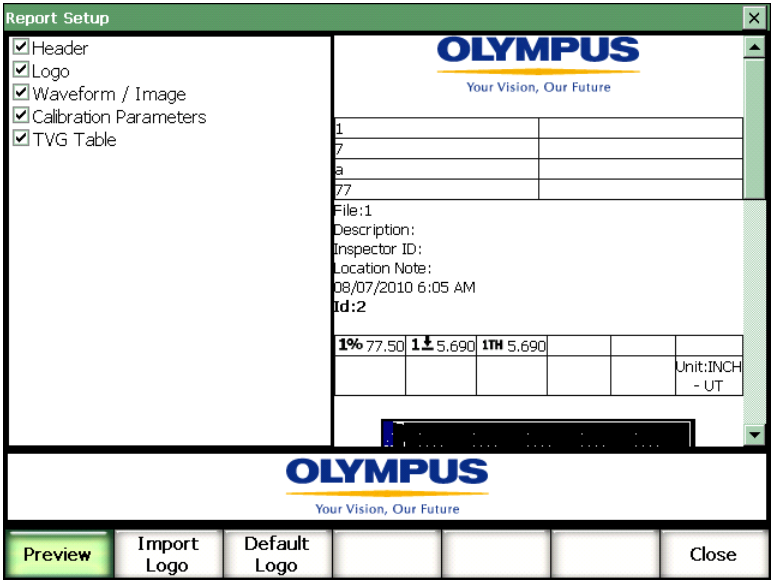

Figure 10-23 The Report Setup page
1. Select **Reports > Report Setup** to enter the **Report Setup** page (see Figure 10-23 on page 229).